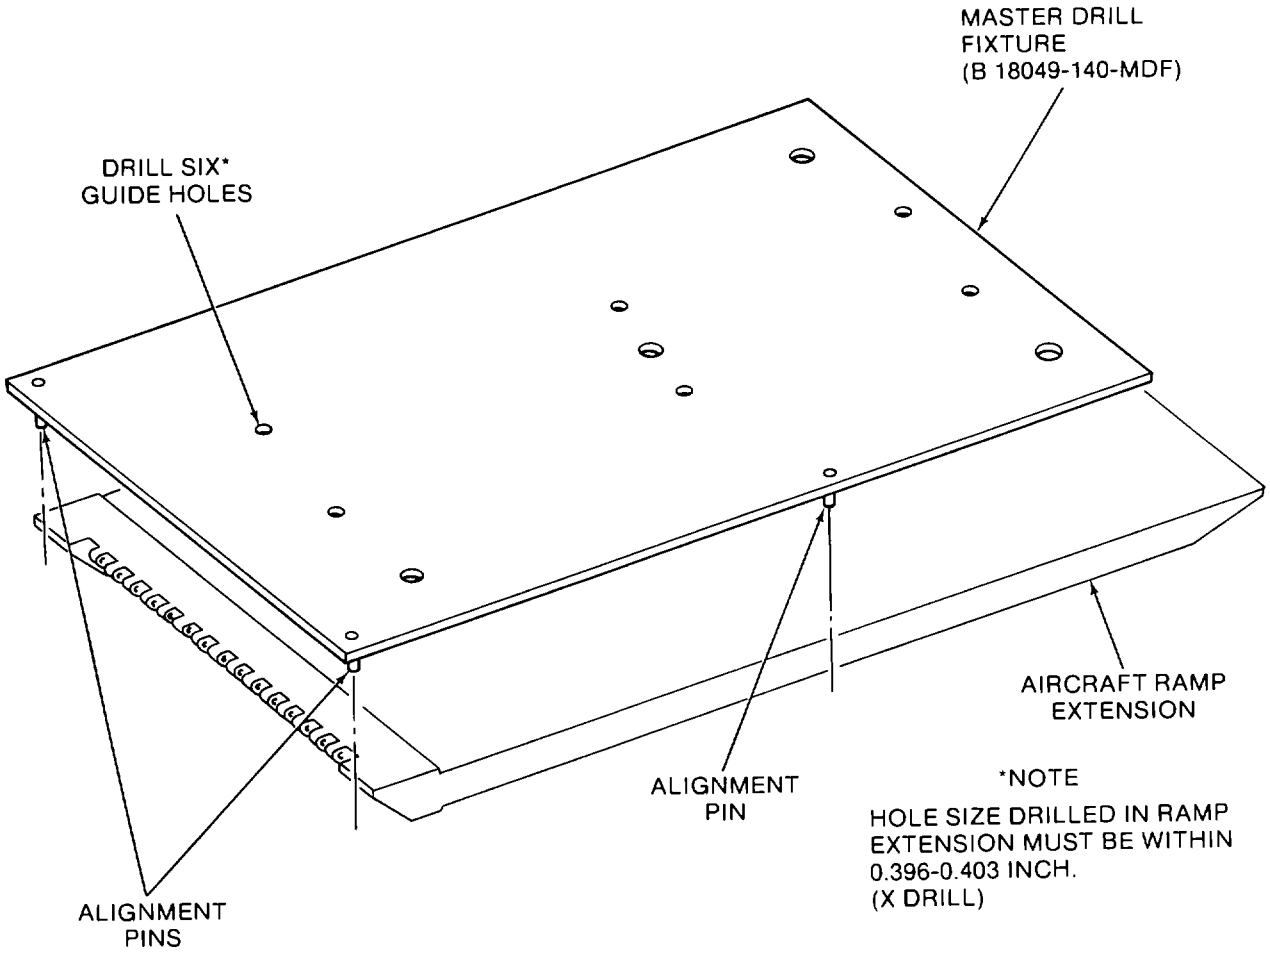

**Figure 2-2. Location of Master Drill Fixture**
(2) Remove the aircraft ramp extensions from the ramp. Locate the master drill fixture, Part No. B 18049 140-MDF, over one of the ramp extensions, as shown in Figure 2-2. Make sure the alignment pins are snug against the ramp extension. Use at least two C-clamps to hold the fixture in position.
(3) Drill first two holes (0.396 to 0.403 inch diameter). Drill one at each end, using the fixture drill guide holes (Figure 2-2).
(4) Repeat steps 2 and 3 for remaining ramp extension.